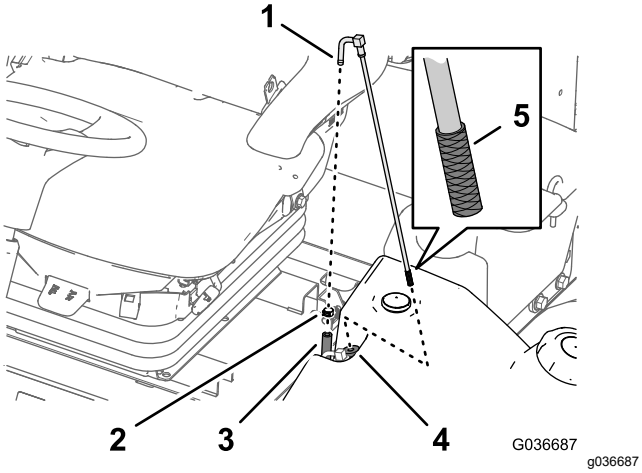

Figur 91
1. Fjern slangeklemmen som fester drivstofforsyningsslangen til koblingen på drivstoffoppsamlingsslangen (Figur 91).
2. Skill slangen fra koblingen (Figur 91).
3. Løft drivstoffoppsamlingsslangen fra drivstofftanken (Figur 91).
4. Rengjør eventuelle rester fra skjermen på enden av drivstoffoppsamlingsslangen (Figur 91).
5. Før drivstoffoppsamlingsslangen gjennom gummihylsen og inn i tanken (Figur 91).